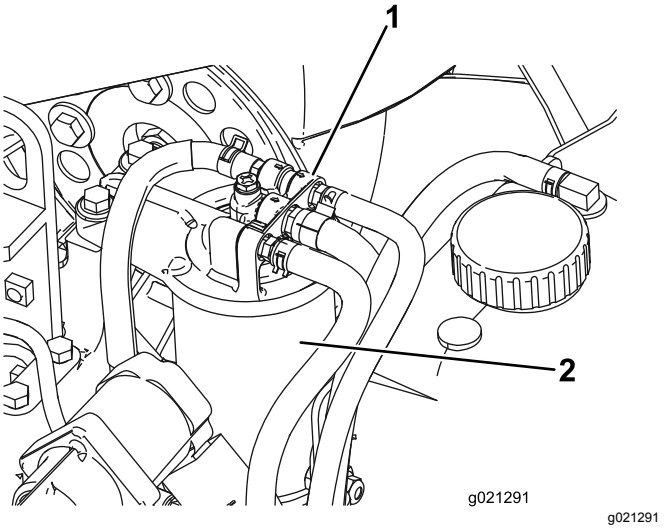

Figuur 84
1. Maak de omgeving van de kop van het brandstoffilter schoon (Figuur 84).
2. Verwijder het filter en reinig het filterkopplaatsingsoppervlak (Figuur 84).